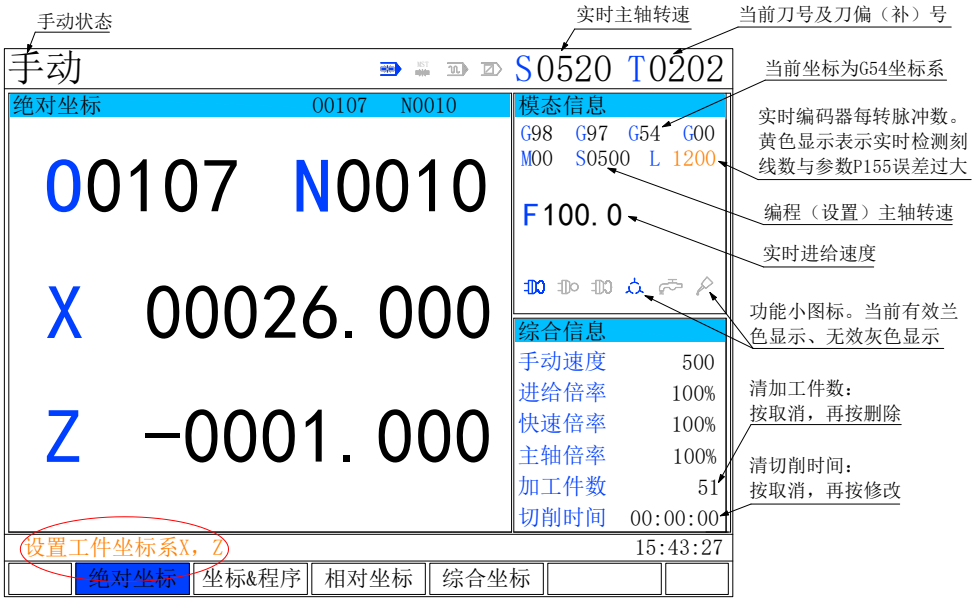

图 7.6-1
④若相对原对刀基准 Z 向短 0.8，**先按 输入 IN 键，如下图 7.6-1，注意屏左下显示：设置工件坐标系 X，Z**
⑦按 输入 IN 键，显示上图 7.6-1；键入 X 23，按 输入 IN 键确认，X 向绝对坐标显示 X0023.000；